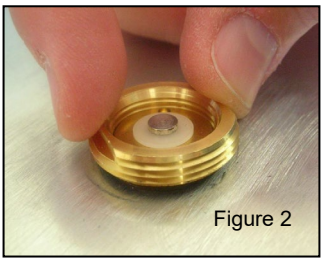

Figure 2
d. Tilt the mount slightly as shown in Figure 2 to permit the claw to slip beneath the surface.